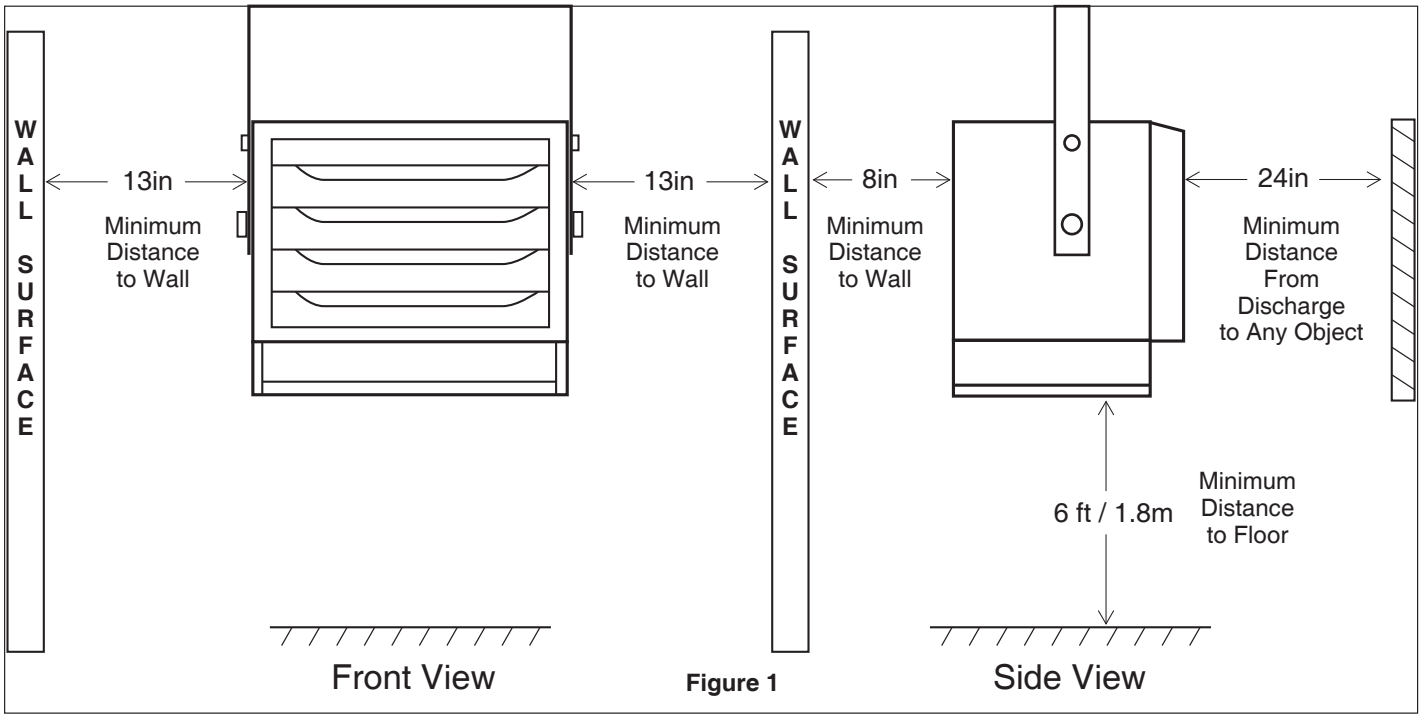

**Figure 1**
- Install heater out of traffic areas, maintaining the clearances stated in **Figure 1**. Ensure that the airflow is not restricted or obstructed by any items, and it should gently sweep exposed walls instead of blowing directly onto them.